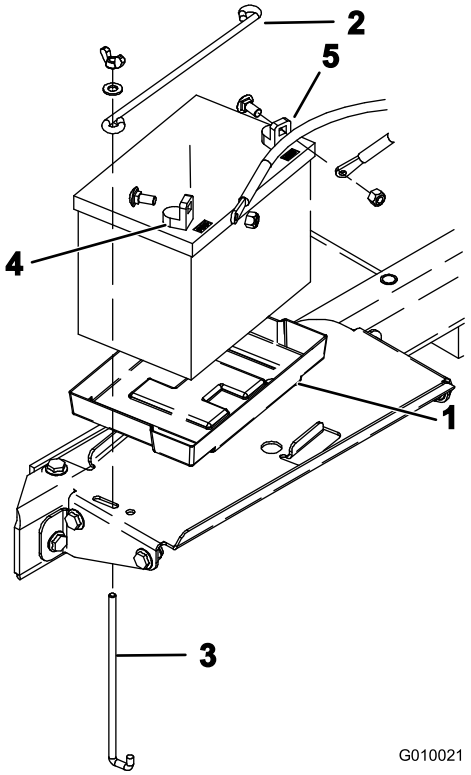

Figur 6
8. Sett inn batteriet i holderen i batterirommet (Figur 6). Plasser batteriet slik at terminalene peker mot utsiden.
9. Fest batteriet til bunnen i rommet med en batteristang, to holdestenger, to flate skiver og to vingemutrer (Figur 6).
10. Fest først den positive kabelen (rød) til den positive (+) batteriterminalen med en låseskrue og mutter (Figur 6), deretter den negative kabelen (svart) til den negative terminalen (-) på batteriet med en låseskrue og mutter (Figur 6). Skyv gummihetten over den positive polen for å forhindre muligheten for kortslutning.